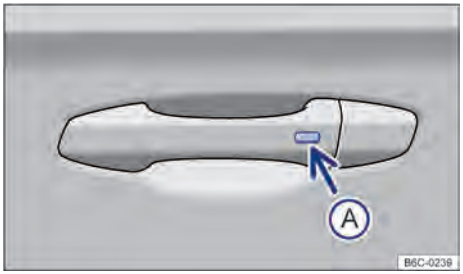

Fig. 55 Na maçaneta da porta: botão para destravar ou travar.
1. Pressionar o botão → Fig. 55 Ⓐ no lado externo da maçaneta da porta.
2. Pressionar o botão → Fig. 55 Ⓐ no lado externo da maçaneta da porta.
- Dentro de 5 segundos, pressionar o botão no lado externo da maçaneta da porta → Fig. 55 Ⓐ. Assim, não agarrar na maçaneta da porta. O sistema de travamento e partida Keyless Access sem chave está temporariamente desativado.